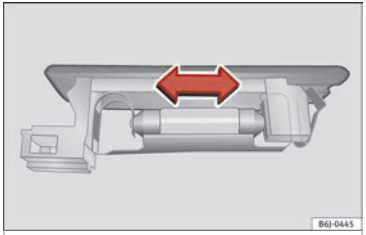

Fig. 123 Luz del maletero.
– Presione la lámpara lateralmente y extráigala del alojamiento ››› fig. 123.